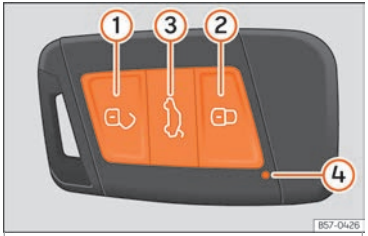

Fig. 85 Vehicle key
Key to the ››› Fig. 85
When a button on the vehicle key is briefly pressed, the indicator lamp flashes ④ ››› Fig. 85 once briefly, but if the button is held down for a longer period it will flash several times, such as for convenience opening.